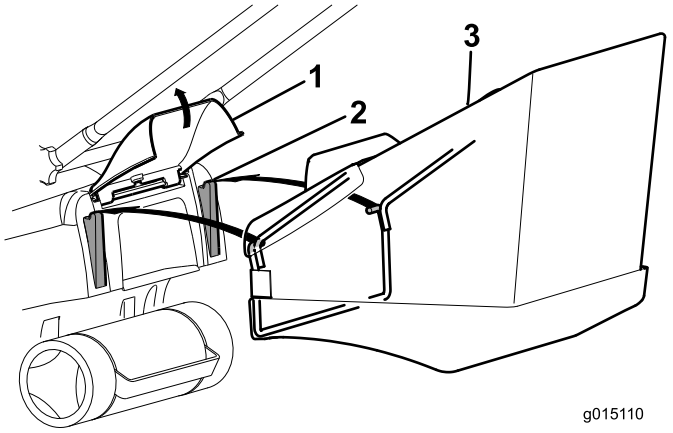
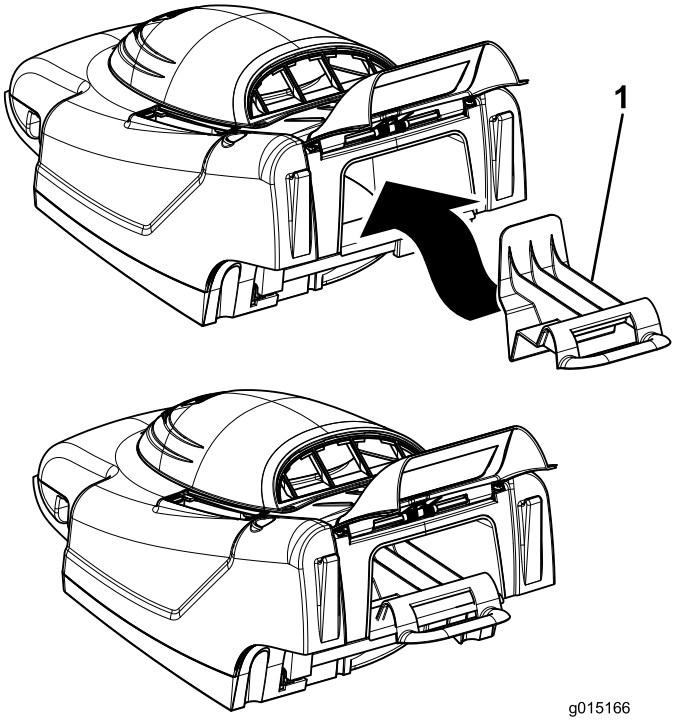

Figure 14
Figure 15
1. Lift the rear door, remove the mulch plug (Figure 15), and install the grass bag onto the lugs (Figure 14).
Note: To convert from bagging to recycling, remove the grass bag, and replace the mulch plug you removed in step 1 (Figure 15).